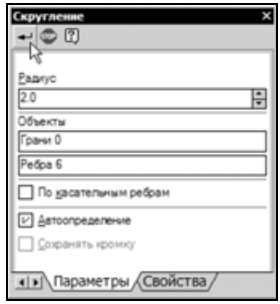

Рис. 4.47
- На панели свойств в группе **Объекты** появится сообщение о выборе шести ребер. Нажмите кнопку **Создать объект** (рис. 4.47).